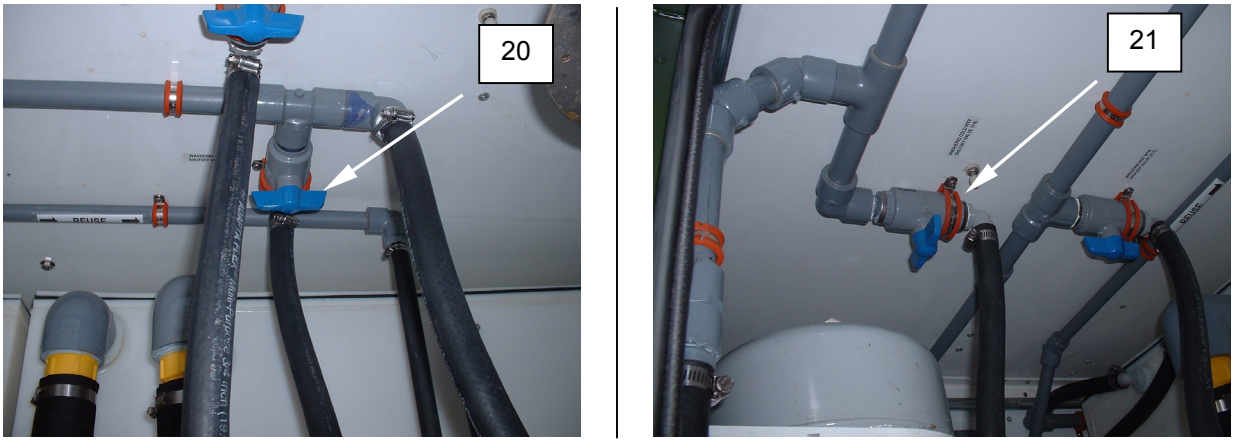

Figure 6. Purge Automatic Soap Dispenser.
5. Close washer No. 1 hot water inlet V-5 **(Figure 6, Item 20)**.
6. Close washer No. 2 cold water inlet V-8 **(Figure 6, Item 21)**.